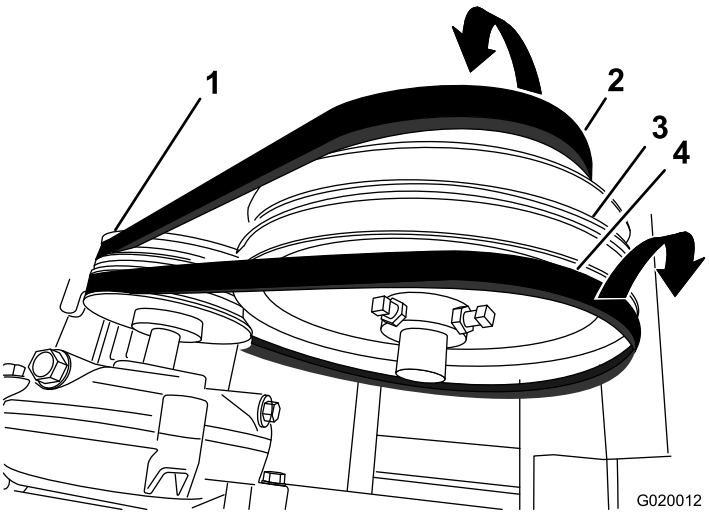

Figure 72
4. Slip the forward belt forward and off the idler pulley (Figure 72).
5. Slip the rear belt rearward and off the idler pulley (Figure 72).